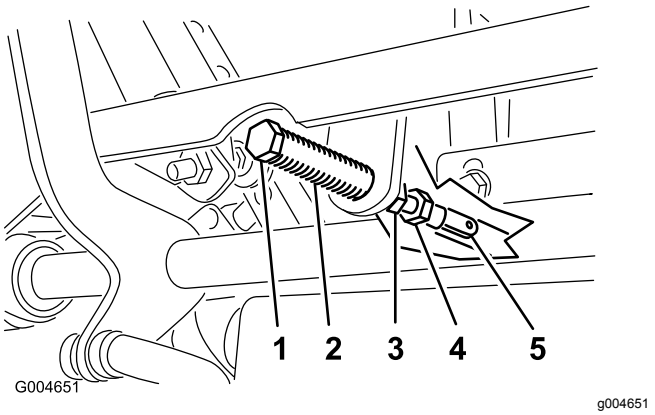

Figuur 49
5. Trek de hendel naar achteren totdat de gaffelpen (op de arm boven de draaias) contact maakt met het uiteinde van de sleuf (en net druk op de veer begint uit te oefenen); zie Figuur 49.
7. Als de rijhendel moet worden afgesteld, draait u de moer en de contramoer tegen de gaffel (Figuur 49).
8. Oefen een lichte achterwaartse druk uit op de rijhendel en draai de kop van de stelbout in de juiste richting totdat de rijhendel in de VERGRENDELDE NEUTRAALSTAND is gecentreerd (Figuur 49).
9. Draai de moer en de contramoer vast (Figuur 49).
10. Draai de contramoeren op de kogelverbindingen vast (Figuur 49).